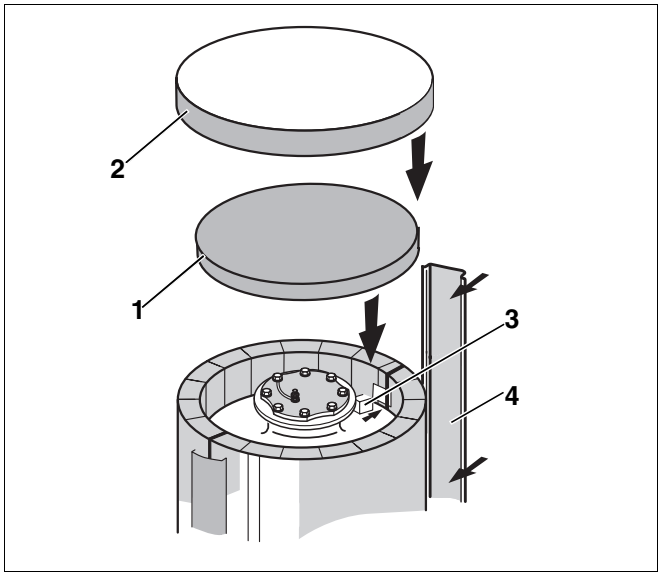

Fig. 8 Izolație termică – gură de vizitare superioară
- Se montează masca prin culisare (fig. 8, **poz. 4**) pe rigla de închidere a plăcilor termoizolante.
- Dopul termoizolant dreptunghiular se introduce dinspre interior, în decupare (fig. 8, **poz. 3**).
- Se aşează discul termoizolant (fig. 8, **poz. 1**) peste capacul gurii de vizitare superioare astfel încât marginea plăcilor să fie în acelaşi plan cu discul.
- Capacul boilerului (capac din material plastic, fig. 8, **poz. 2**) se montează peste discul termoizolant şi marginea mantăilor termoizolante.